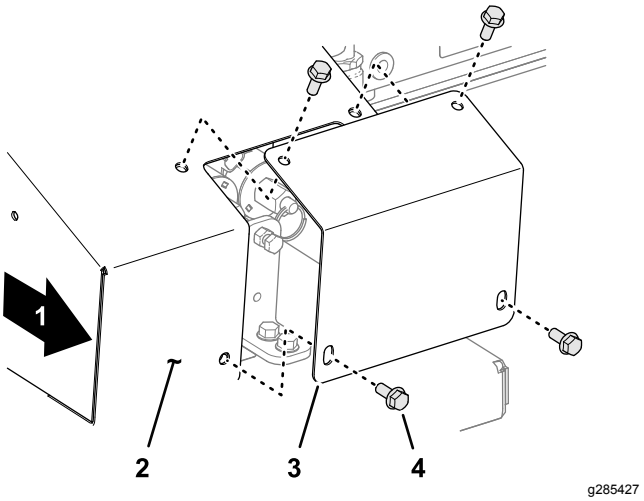

Figuur 27
1. Verwijder aan de rechterkant van de machine de 4 inbusbouten met flens waarmee de afdekplaat bevestigd is aan het deksel van de uitschakelvergrendeling (Figuur 27)